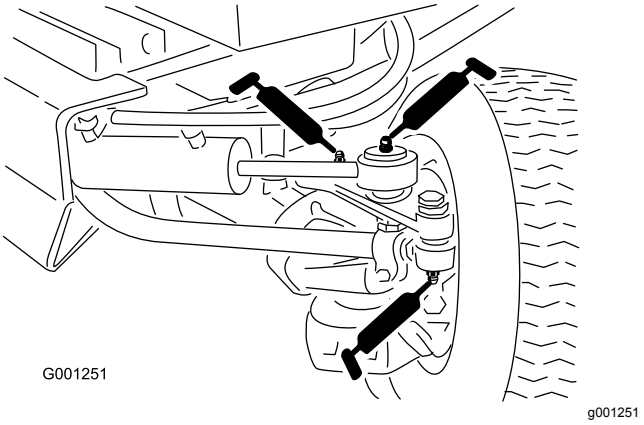

Figur 41
- Dragstångsändar (2) (Figur 41)
- Cylinderstavändar (2) (Figur 41)
- Styrtappar (2) (Figur 41)
- Axelsvängtapp (Figur 41)